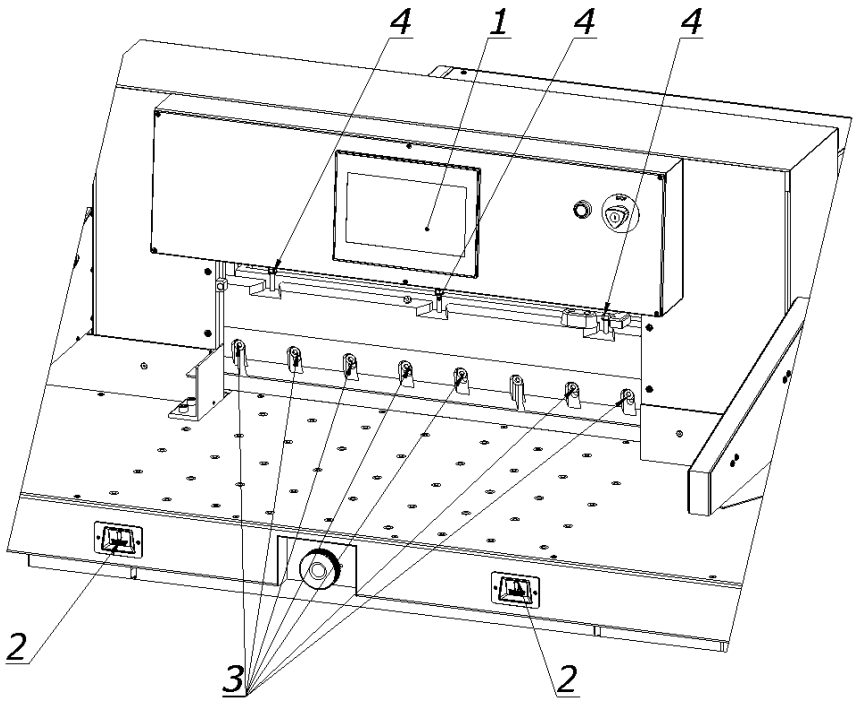

Figure 35.
10. Press the “Knife replacement” function on programmer 2 (Fig. 35).
11. Press push buttons 3  simultaneously (Fig. 35) to start the cutting cycle. The knife will stop in the lower position.
14. Unscrew (loosen) fixing screws 3 (Fig. 35) so that the knife falls under its own weight onto the cutting stick along its entire length.
15. Tighten adjustment screws 4 (Fig. 35) as far as they will go, so that the knife cuts into the cutting stick by approx. 0.3 mm.
16. Tighten fixing screws 3 (Figure 35).
18. Deactivate the “Knife replacement” function on programmer 1 (Fig. 35).